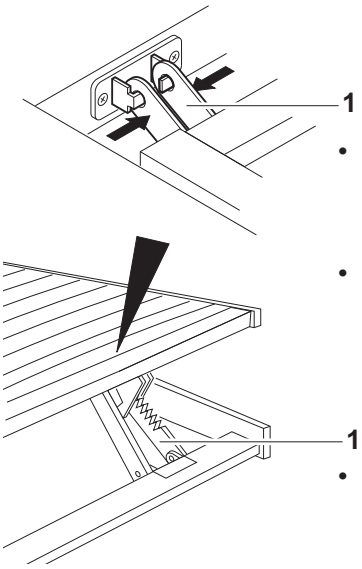

Fig. 15
- Slightly lift slatted mattress support, press together stepped lifting device ***1*** and remove, fold up slatted mattress support, see ***Fig. 15***.